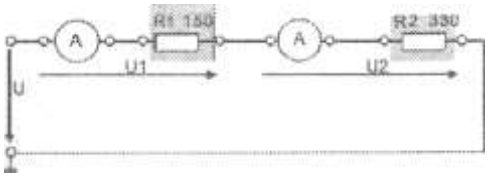

Рис. 1.
1.Собрать схему согласно рис. 1.